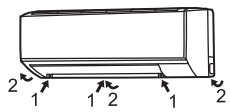

Fig. 1
- The drain hose should point downward for easy drain. (Fig. 1)
1) Cut the copper pipe as straight as possible with a pipe cutter. (Fig. 1, 2)
Removal procedure (Fig. 1)